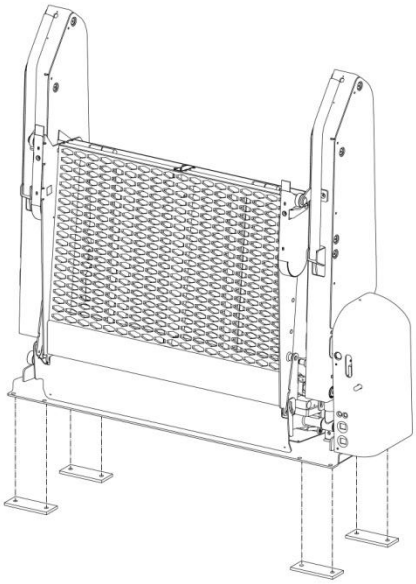
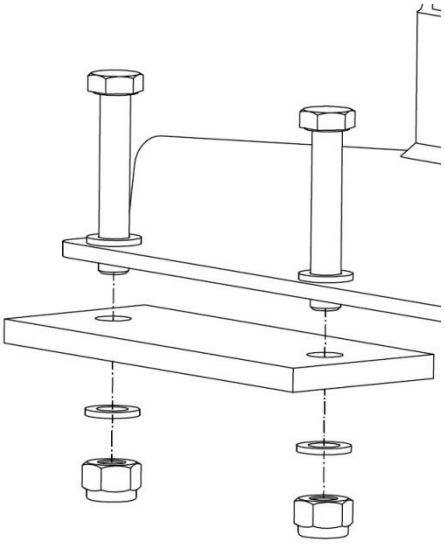

Fig. 7
Fig. 8
- E' importante assicurarsi che il piano di appoggio sia stabile e che i fori eseguiti non influiscano sulla stabilità del sollevatore. A corredo del sollevatore vengono forniti i relativi piatti per il fissaggio; questi devono essere posizionati, in corrispondenza dei fori, sotto al telaio (**Fig.7**); il tutto viene serrato a pacco mediante le n°8 viti M10 con relativi dadi e rondelle in dotazione (**Fig.8**), utilizzando una coppia di serraggio pari a 50 Nm.
- It is important to ensure that the supporting surface to which the lift will be fastened, is stable and that the holes do not affect the stability of the lift. The lift is provided with fastening plates and these have to be positioned, in correspondence to the holes, under the frame (**Fig.7**). They need to be tightened using n°8 M10 screws with their screw nuts and washers (**Fig.8**) using a torque equal to 50 Nm.